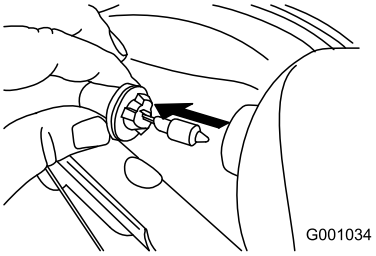

Rysunek 56
3. Wyjmij żarówkę prosto z tyłu reflektora (Rysunek 56).